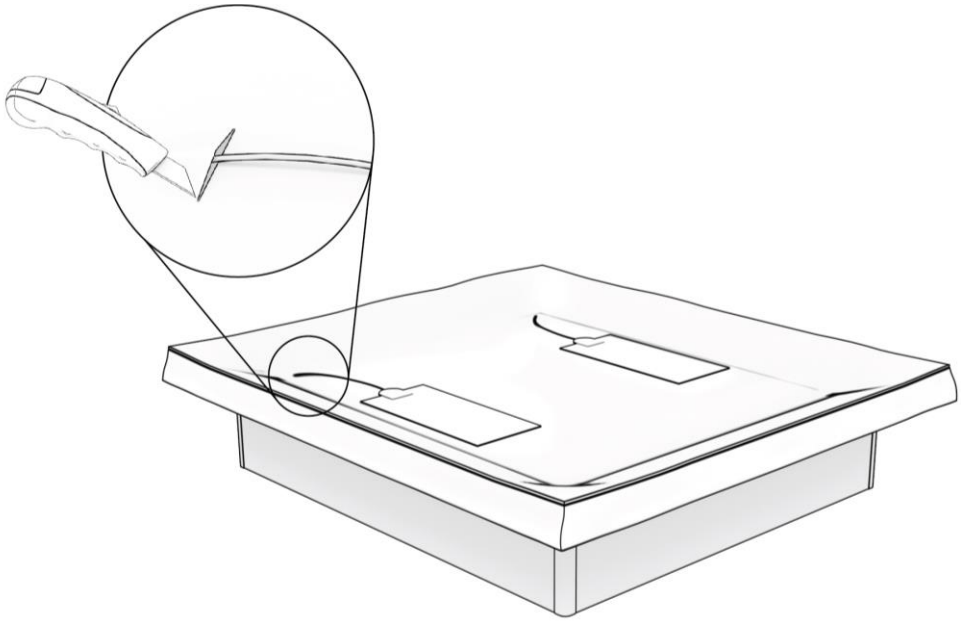

Abbildung 10: Installieren der Isoliermatte, Positionieren der Heizelemente und Schneiden der Schlitze in die Isoliermatte
Schritt 9. Dieser Schritt ist nur dann erforderlich, wenn Sie eine zusätzliche Isoliermatte gekauft haben. Wenn Sie diese nicht haben, fahren Sie bitte direkt mit Schritt 10 fort. Falls Sie eine Isoliermatte haben, müssen Sie die 1 cm dicke Schaumstoff-Isoliermatte auf Boden des Bezuges legen, wie in Abbildung 10 dargestellt. Legen Sie die Heizelemente nicht, wie im vorherigen Schritt gezeigt, auf den Boden des Bezuges, sondern legen Sie die Heizelemente auf die Isoliermatte, wie in Abbildung 10 dargestellt. Schneiden Sie Schlitze in die Isoliermatte in Höhe der Schlitze im Boden des Bezuges und führen Sie die Heizelementkabel durch diese Schlitze in der Isoliermatte, im Bezug und durch die Löcher in den Bodenplatten.